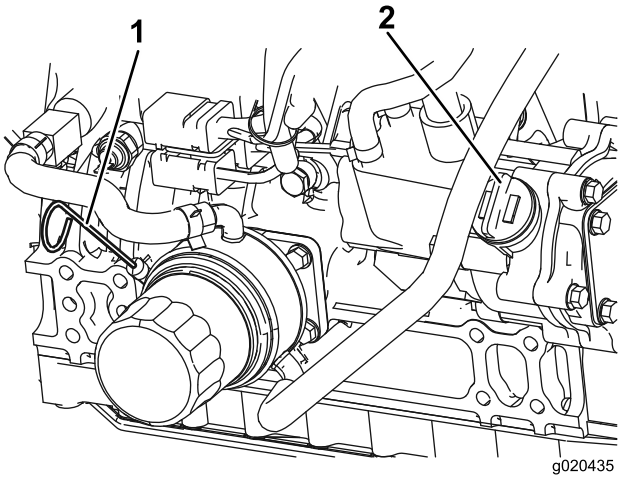

Figure 23
Le niveau d'huile doit se situer dans la plage de sécurité (Figure 23).
4. Si le niveau d'huile ne se situe pas dans la plage de sécurité, enlevez le bouchon de remplissage (Figure 23) et faites l'appoint jusqu'à ce que le niveau correct soit atteint. **Ne remplissez pas excessivement**.